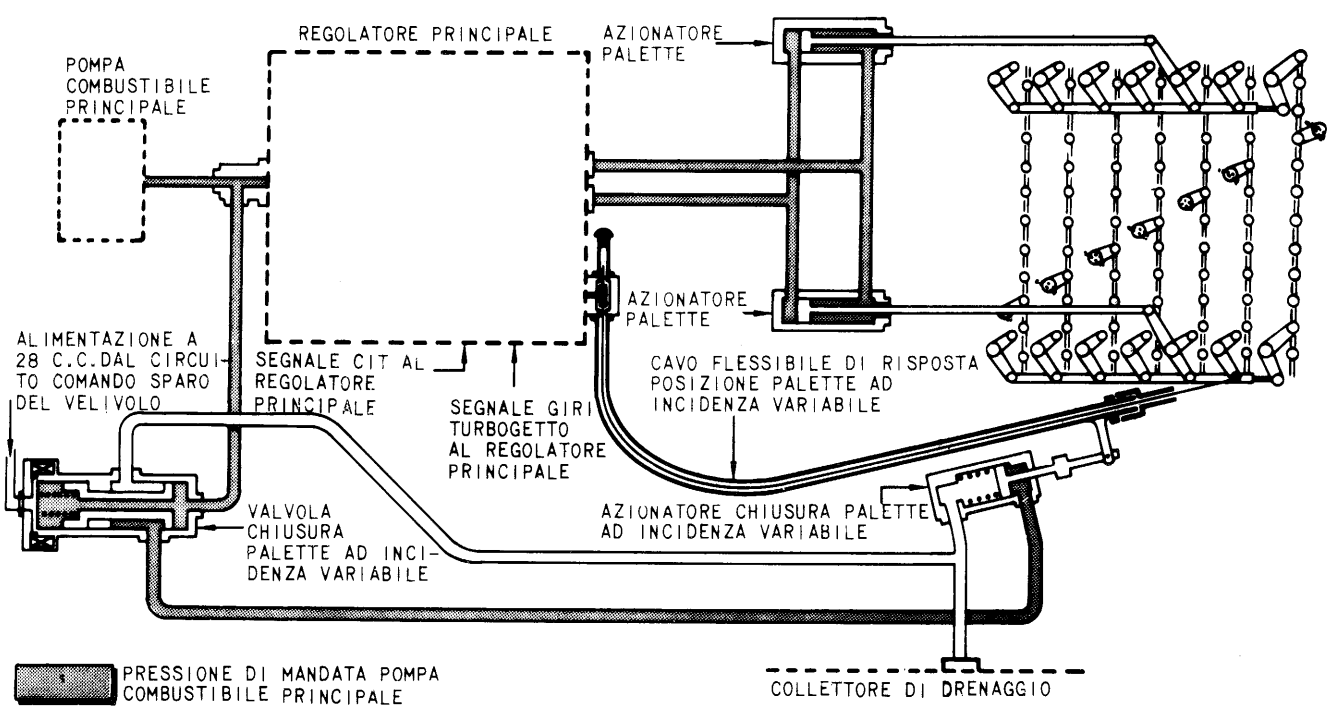

Fig. 12-2. Schema del funzionamento del circuito comando palette ad incidenza variabile.
12-6. GENERALITÀ *(vedere fig. 12-2).* Una camma di regolazione palette ad incidenza variabile ed una valvola pilota fanno parte del gruppo di regolazione palette ad incidenza variabile, contenuto nel regolatore principale. La camma di regolazione è comandata in rotazione in funzione delle variazioni di regime del turbogetto (N) e si sposta assialmente in funzione delle variazioni della temperatura di ingresso compressore (CIT). Il movimento della camma, il cui profilo rappresenta la regolazione programmata (schedule) delle palette ad incidenza variabile, provoca lo spostamento della leva copiacamma e quello della valvola pilota. Quando la valvola pilota si sposta dalla sua posizione neutra, permette il passaggio di combustibile ad alta pressione al lato asta, oppure al lato pistone degli azionatori palette ad incidenza variabile, con la conseguente retrazione o estensione dell'asta degli azionatori.